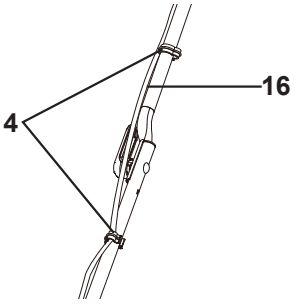

Fig.4
> Segure o cabo de interligação (16) com clipes do cabo (4) (Fig. 4).